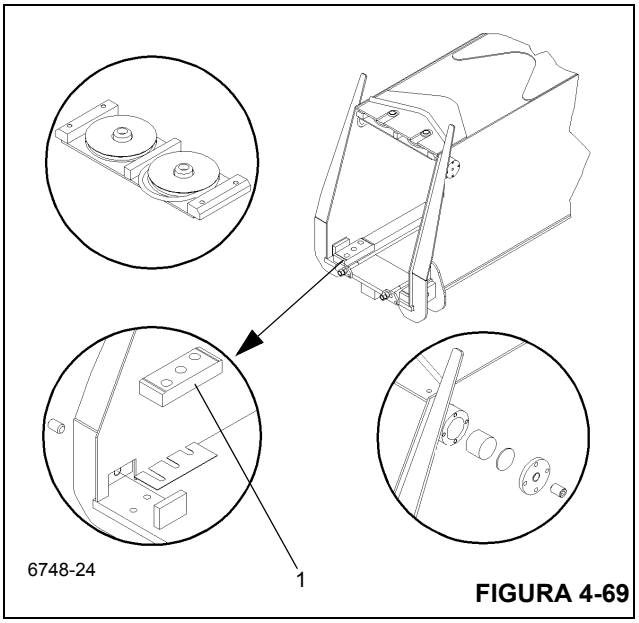

FIGURA 4-69
14. Instale la almohadilla de desgaste de latón (Figura 4-69, 1) en la punta de la sección central interior.